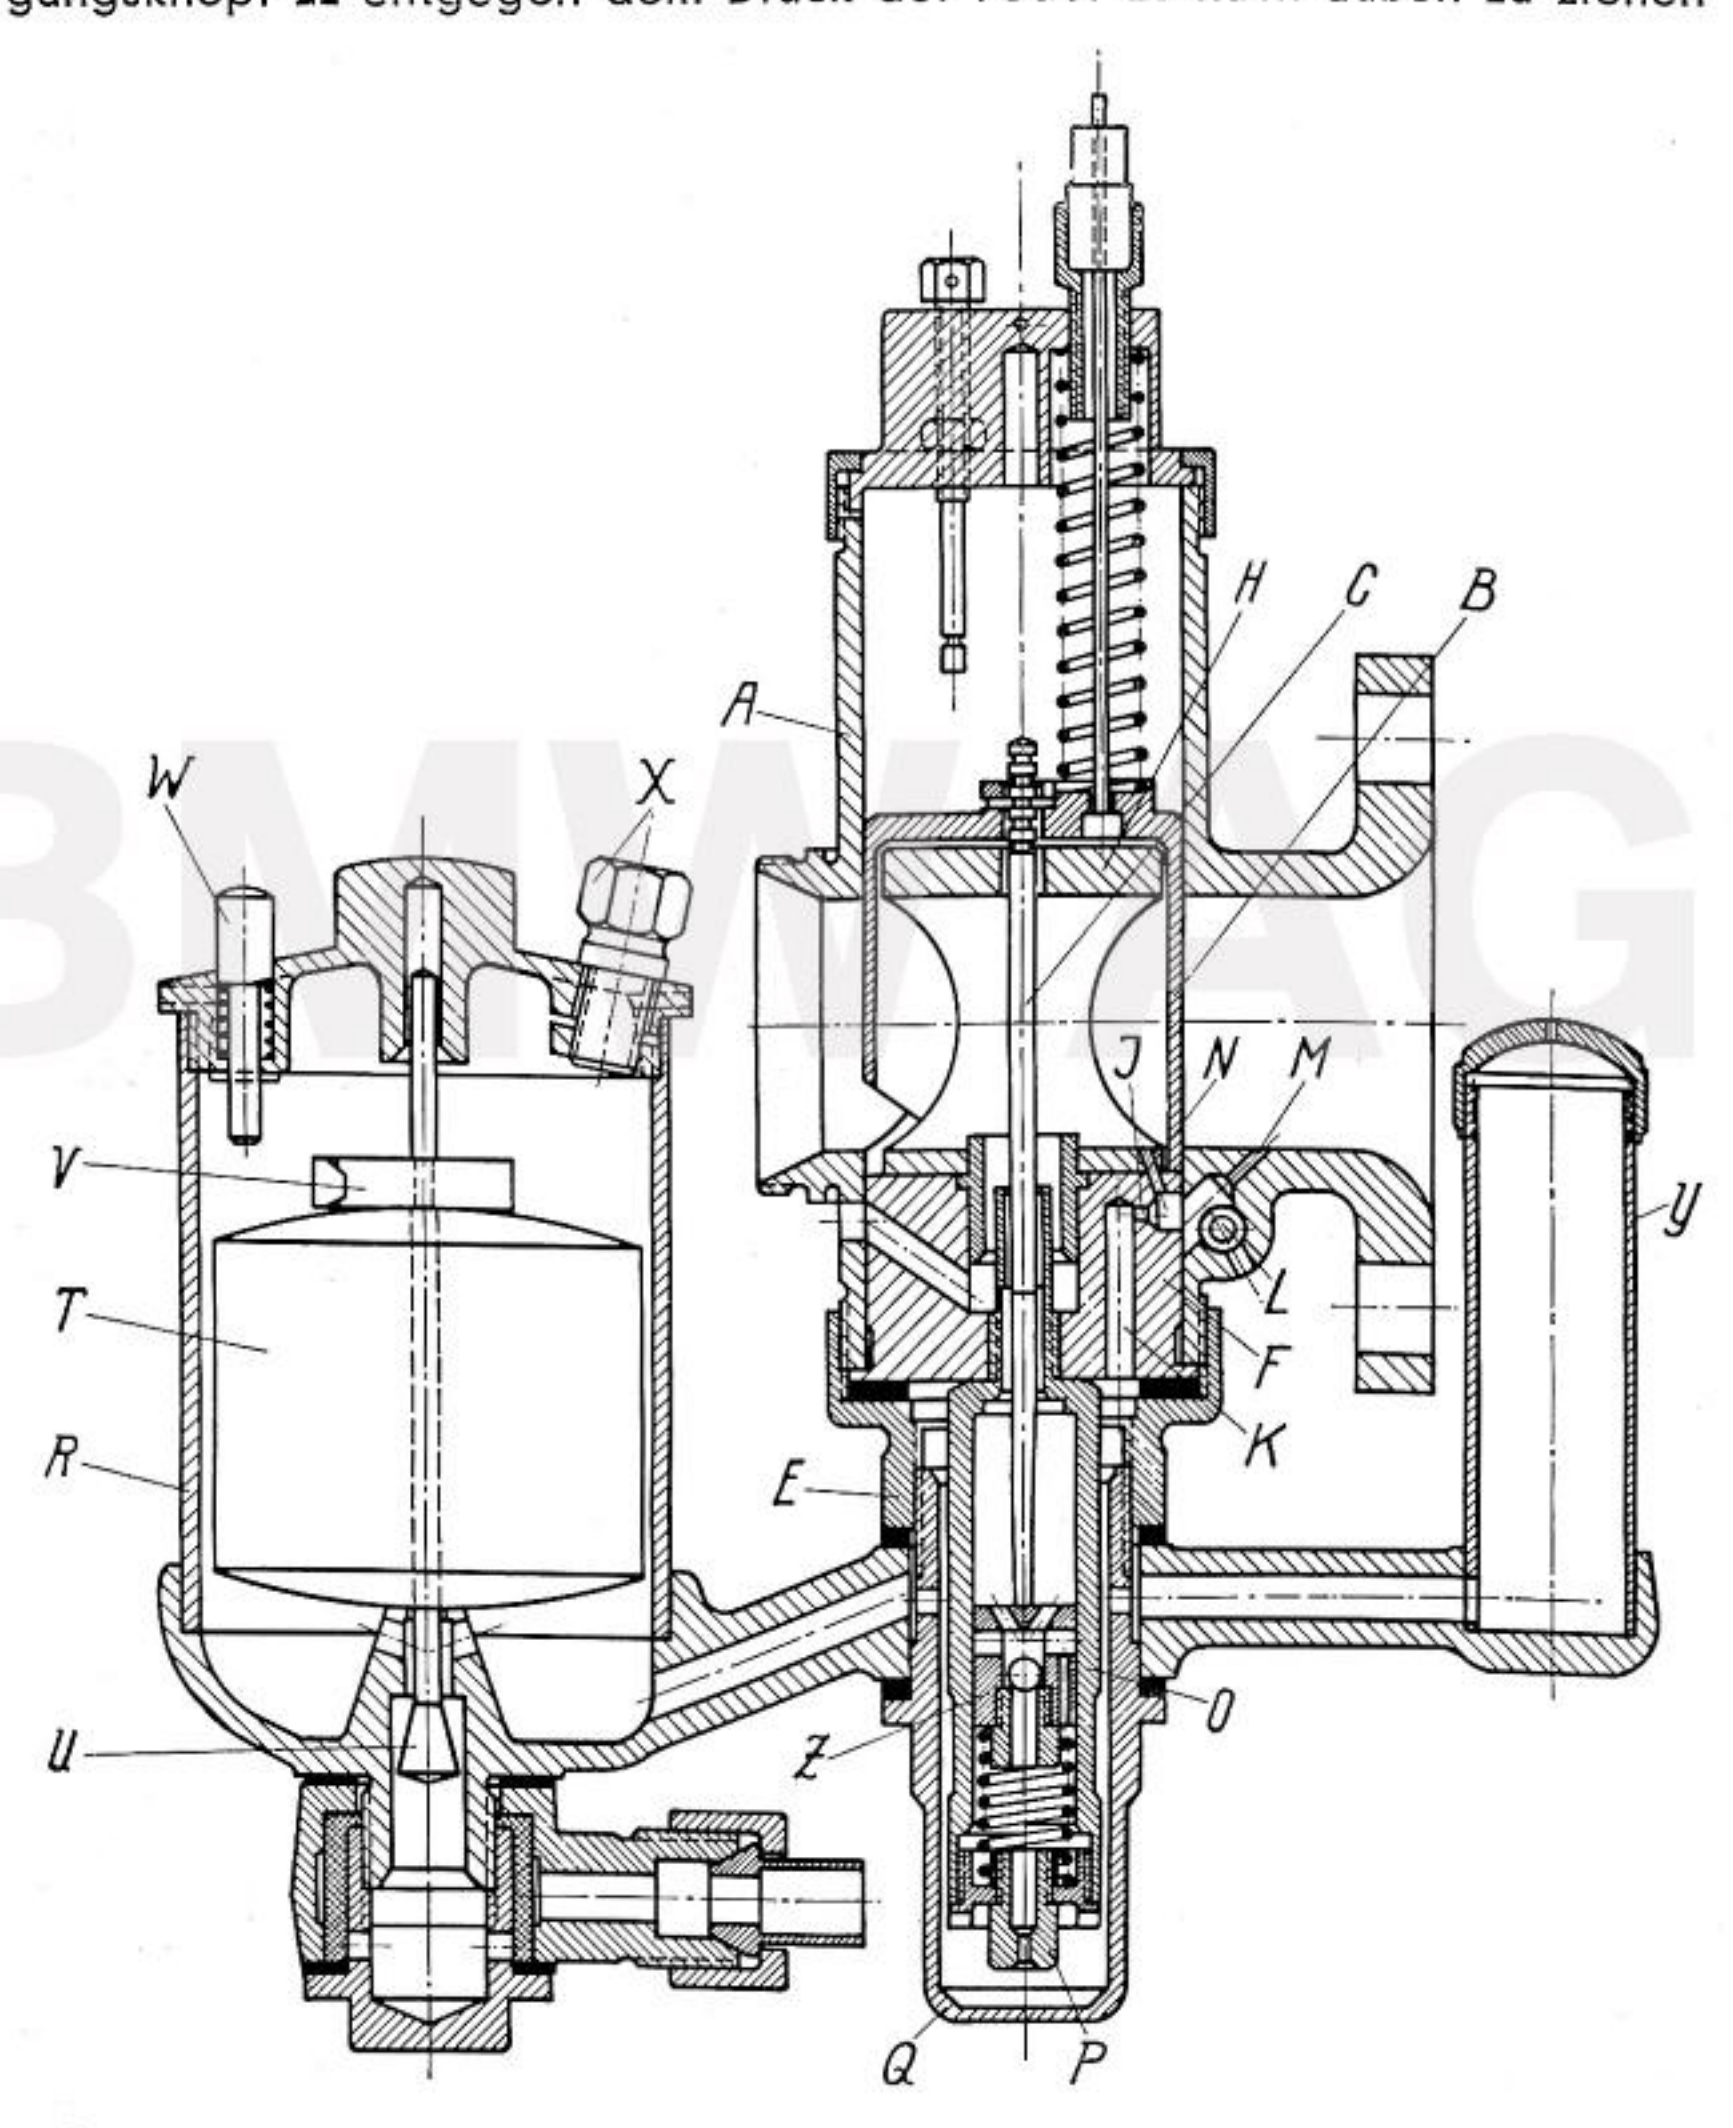

Abb. 24 Vergaser der 2-Vergaser-Tourenmaschine
**R 12-Zweivergasermaschine** muß zuerst die Klemmschraube **X** (Abb. 24) am Deckel gelöst werden, um den Deckel abschrauben zu können. Hierauf ist die Klemmfeder **V** auf der Schwimmernadel **U** zu entfernen, worauf nach Abnahme des Benzinleitungs-Anschlußstückes am Boden des Schwimmergehäuses die Schwimmernadel nach unten herausgenommen werden kann (Abb. 24).
**b) R 12-Zweivergaser-Maschine.** Für die R 12-Zweivergaser-Tourenmaschine werden zwei Amal-Einschieber-Pumpenvergaser verwendet, deren inneren Aufbau Abb. 24 zeigt.
Bei den Vergasern der **R 12- und R 17-Zweivergasermaschine** ist im Deckel des Schwimmergehäuses ein Tupfer **W angeordnet,** der beim Niederdrücken das Schwimmerventil **U** offen hält, wodurch man sich vom ordnungsgemäßen Kraftstoffzufluß überzeugen kann. Beim Antreten des Motors wird den Düsen durch Betätigung des Tupfers **W** mehr Kraftstoff zugeleitet, wodurch der Motor ein kraftstoffreicheres Gemisch erhält, was wesentlich zur Erleichterung des Antretens beiträgt. Abb. 24 und 25. Über die Wartung der Vergaser siehe Seite 27.